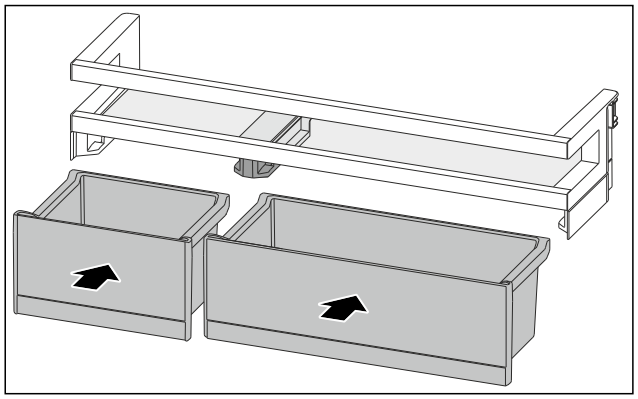

Fig. 159
▶ Introduceți VarioBox-urile dispuse invers. (vezi Fig. 159)